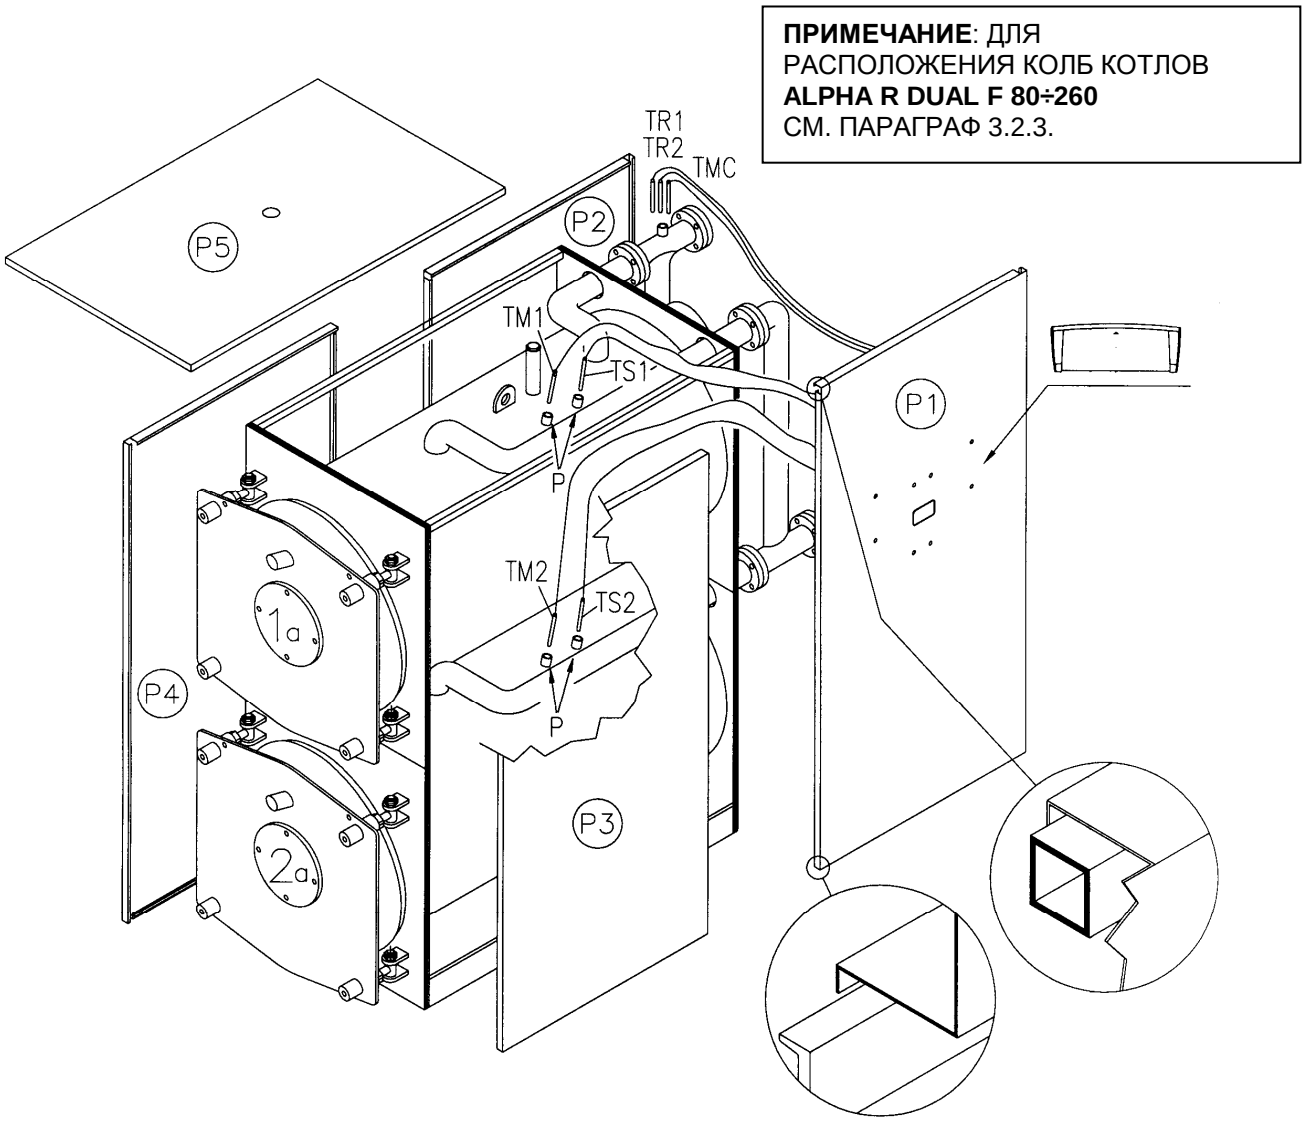

Рис. 11
4.3 ОБШИВКА КОТЛА ALPHA R DUAL 14÷70 (Рис. 11)